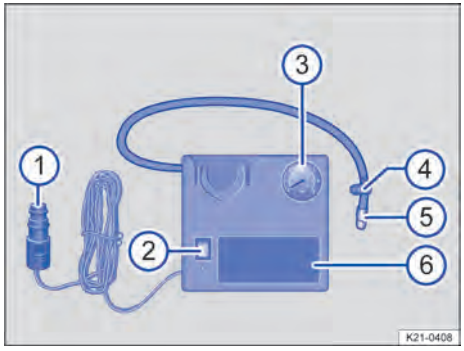

**Fig. 209** Representación esquemática: compresor de aire del kit reparapinchazos.
1. Enrosque fijamente el tubo de inflado → fig. 209 ⑤ del compresor de aire en la válvula del neumático.
2. Compruebe que el tornillo de descarga de aire → fig. 209 ④ esté cerrado.
4. Acople el conector de 12 voltios → fig. 209 ① a una toma de corriente de 12 voltios del vehículo → pág. 214.
5. Encienda el compresor de aire con el conmutador de encendido y apagado → fig. 209 ②.
2. Vuelva a enroscar el tubo de inflado → fig. 209 ⑤ y compruebe la presión del neumático en el indicador de la presión de los neumáticos → fig. 209 ③.